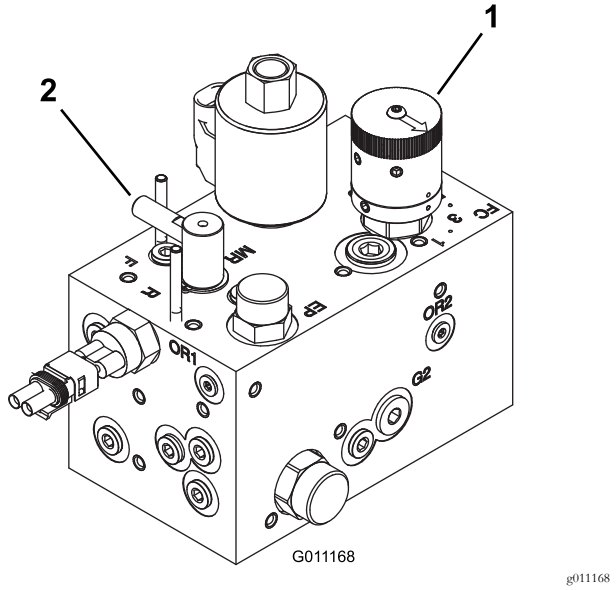

Figur 77
3. Drei slipekontrollen til slipestilling (R). Drei spolen for spolehastighet til posisjon 1 (Figur 77).